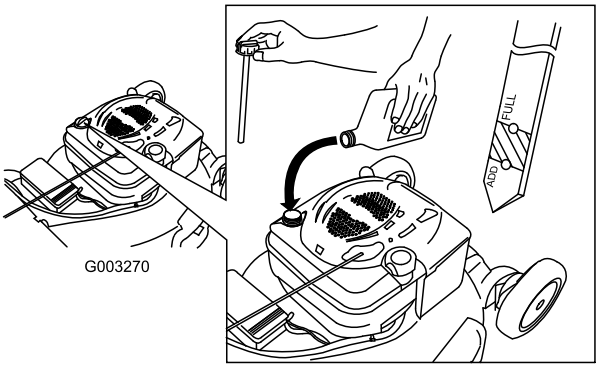

**Figur 36**
12. Ta ut oljestickan och läs av oljenivån, se Figur 36.